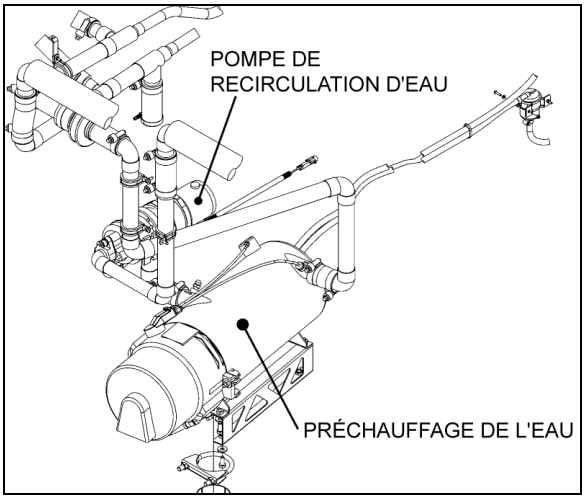

FIGURE 61 : EMPLACEMENT DE LA POMPE DE CIRCULATION – SYSTÈME DE CVC CENTRAL DES SÉRIES X3 22331
- Séries X3 – Compartiment du préchauffeur de liquide de refroidissement (Figure 61)